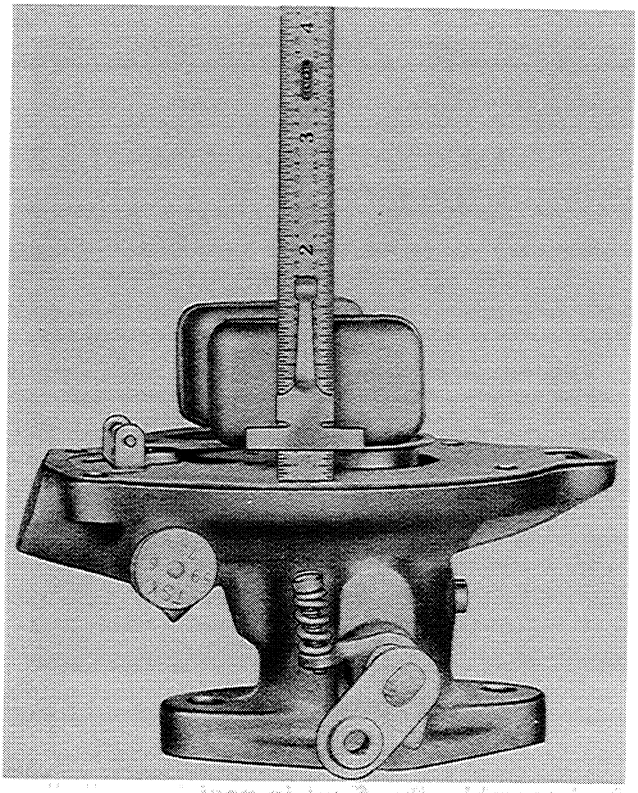

Figure N-46
13. The float level is gauged from the gasket face to the nearest edge of the float. The distance should measure 1/4". If an adjustment is necessary, it is done by bending the float arms, Figure N-46.